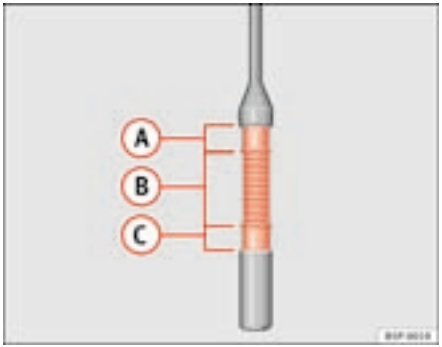

Fig. 158 Engine oil dipstick.
– Pull the dipstick out again and check the oil level ⇒ fig. 158.
If the oil level is in area ⇒ fig. 158 (A), do not top up with oil.